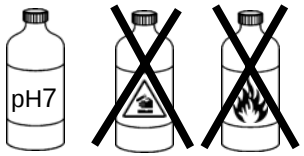

Abb. 41
- nach Abnehmen des Schlittens, kann der Schneidegutteller mit warmem Wasser und neutralem Reinigungsmittel (pH7) gründlich gereinigt werden (*Abb.41*).